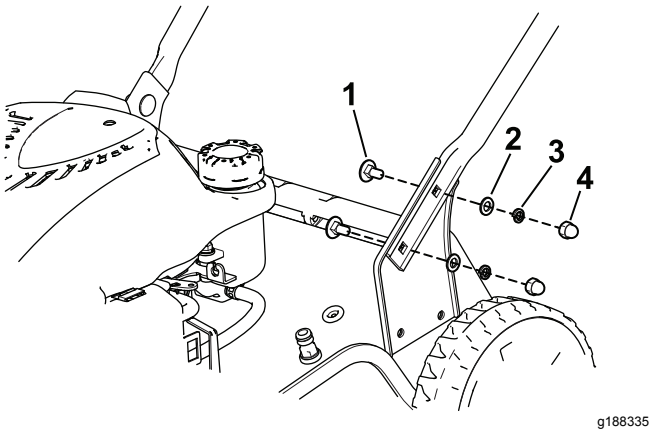

Figuur 3
1. Bevestig het onderste deel van de handgreep aan de maaikast met de 4 bouten, 4 platte ringen, 4 veerringen en 4 moeren (Figuur 3).